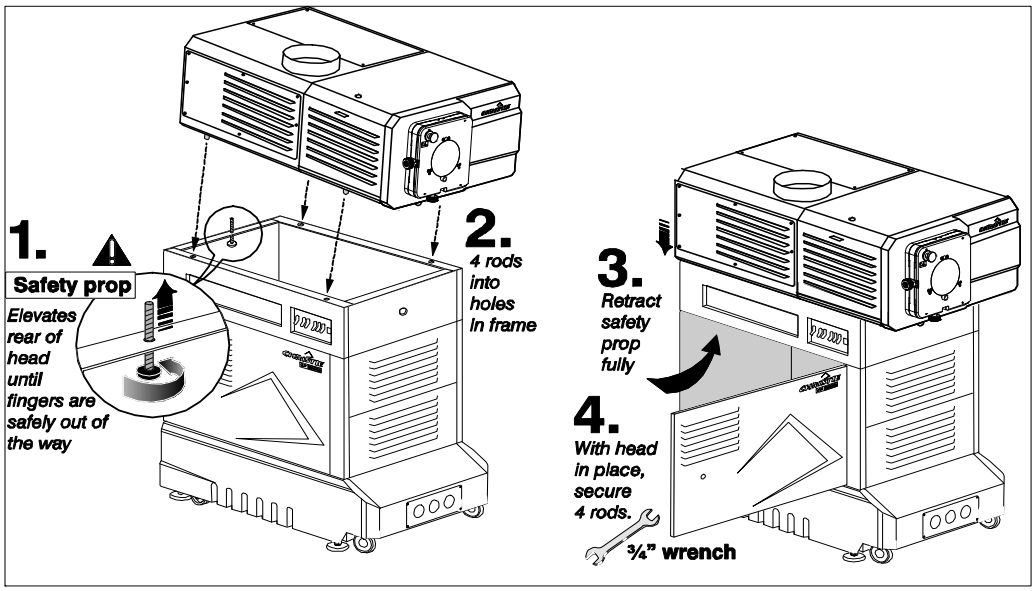

Figure 2-1 Assembling Projection Head with Pedestal
b. Inside the pedestal, at the rear of the top frame, turn the knob to extend the safety prop above the pedestal frame. This stop will then elevate the rear of the projection head until fingers are safely out of the way. See **Figure 2-1 Step 1**.